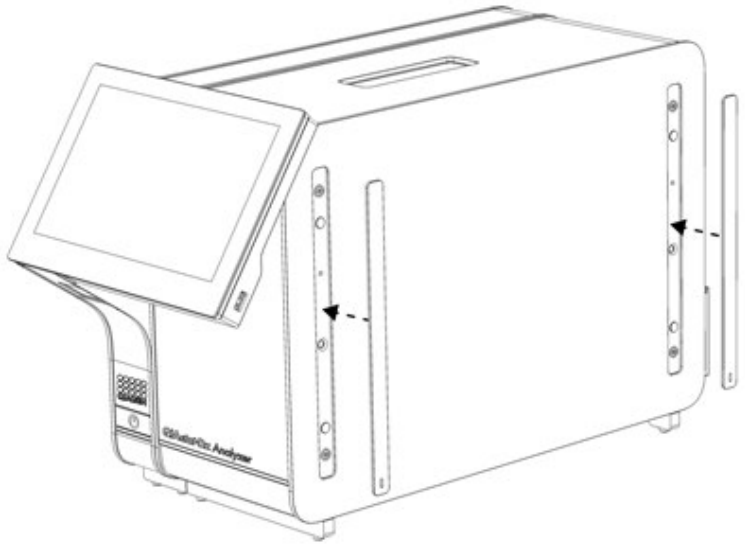

Figura 7. Recolocación de las tapas de protección.
4. Vuelva a colocar las tapas de protección en la parte lateral del módulo analítico (Figura 7).